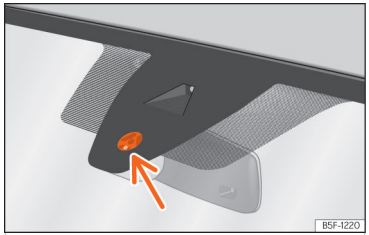

Abb. 74 Sensitive Fläche des Regensensors.
Mögliche Ursachen für Störungen und Fehlinterpretationen *im Bereich der sensitiven Fläche* ››› (Abb. 74) des Regensensors sind u.a.:
- **Schmutz**: Trockener Staub, Wachs, Scheibenbeschichtungen (Lotuseffekt) oder Waschmittelrückstände (Waschstraße) können den Regensensor tendenziell unempfindlicher machen oder später, langsamer oder gar nicht mehr reagieren lassen. Die Sensorfläche des Regensensors ››› (Abb. 74) (Pfeil) regelmäßig reinigen und die Scheibenwischerblätter auf Beschädigungen prüfen.